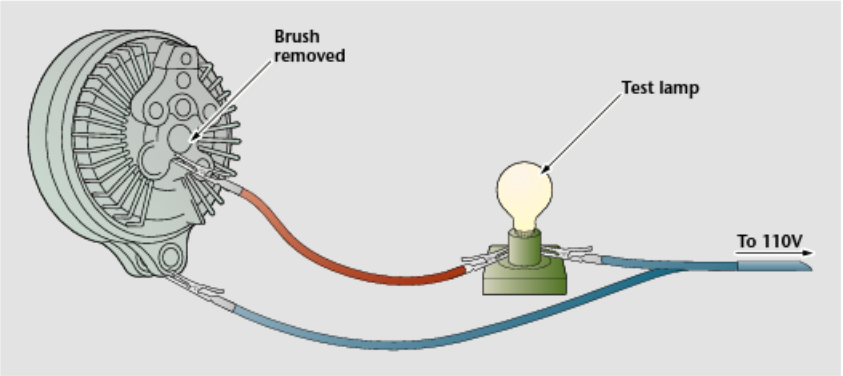

Figure 4-2-13. Testing the field circuit for a ground.
- Remove the ground brush and using a 110-volt test lamp, place one test probe to a machined surface at one of the alternator end shields (Figure 4-2-13). The test lamp should not light.